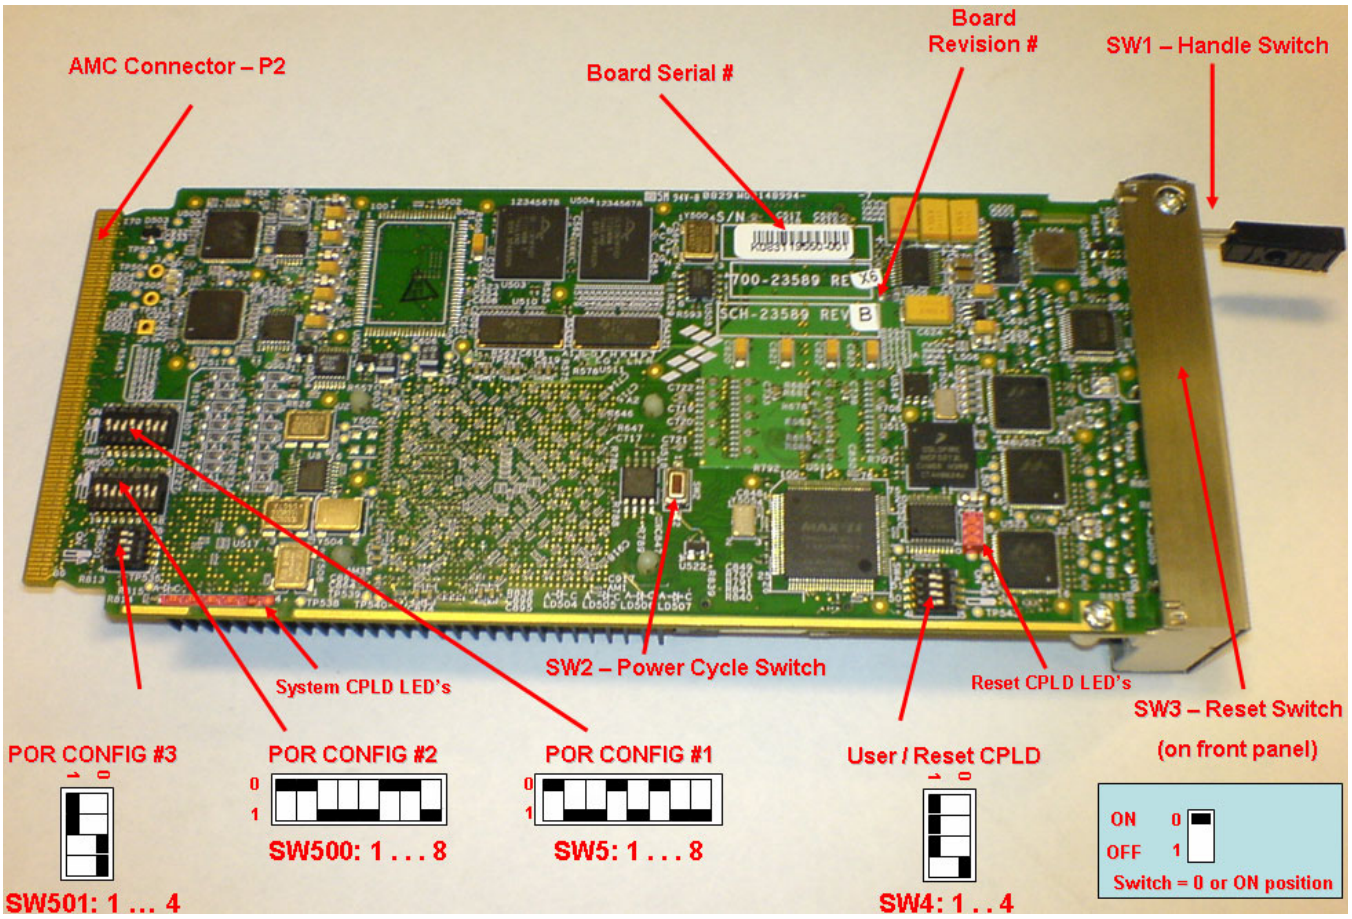

Figure 4-1. MPC8572EAMC—Switches, Jumpers, LEDs and Push Buttons
5. Check for completion of the reset sequence indicated by the LEDs; see Figure 4-1 for locations. A full description of the LEDs is given in Table 4-3.
This chapter describes the controls and indicators for the MPC8572EAMC processor board, which includes switches, jumpers, LEDs, and push button switches, shown in Figure 4-1.
Figure 4-1 shows the location of the DIP switches on the board and their default (factory) position. Table 4-1 describes the possible settings of all DIP switches on the boards. Note that when in the "ON" position, the value of the switch is zero. For a detailed description of the bits and fields, refer to the Section 4.4.3, "Power-On Reset Configuration" in the *MPC8572E PowerQUICC™ III Integrated Host Processor Family Reference Manual, Revision 2.*
Table 4-3 describes the functions of the LEDs on the MPC8572EAMC Processor Board. The physical locations of the LEDs are shown in Figure 4-1.